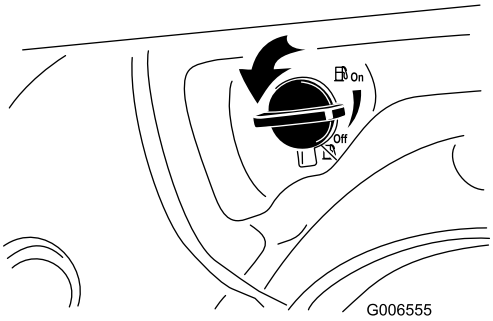

Bild 21
2. Drehen Sie den Kraftstoffhahn eine Viertelumdrehung nach links, um ihn zu öffnen (Bild 21).